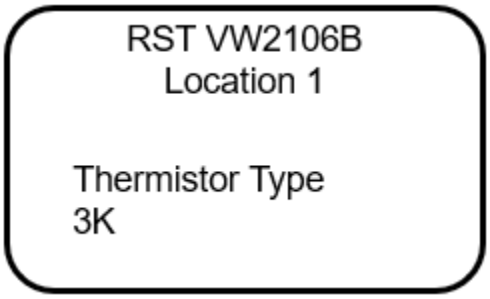

FIGURE 3-10 THERMISTOR TYPE
8. Use the up/down arrows to select the type of thermistor (Figure 3-10) and press **Enter**. The default is 3K, which is the standard thermistor in all RST Vibrating Wire sensors.